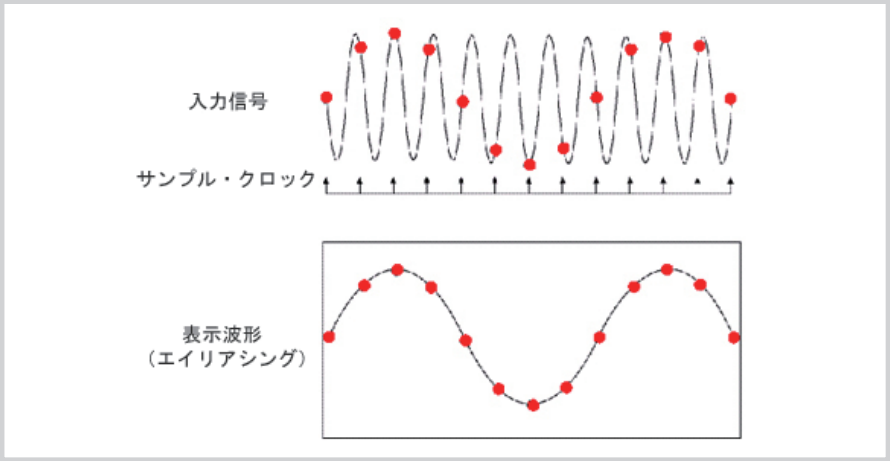

図2 DSOを使用したとき、信号周波数とサンプル・レートの関係により表示される「偽り」の波形
①サンプル・レートが低いと、単発取込みにおいて致命的な問題を起こす
②サンプル・レートが低くても、単発取込みにおいて致命的な問題を起こさない
答えは①です。サンプリング対象の波形の繰り返し周波数に対して、サンプル・レートが高く(速く)なくてはなりません(「ナイキストの定理」によると、2倍より高速のサンプリングが必要です)。この条件がかなえられなければ、エイリアシングと呼ばれる現象が起きる場合があり、その波形はまったく正しくありません。オシロスコープがあり得ない波形を作ってしまうのです。(**図2**)